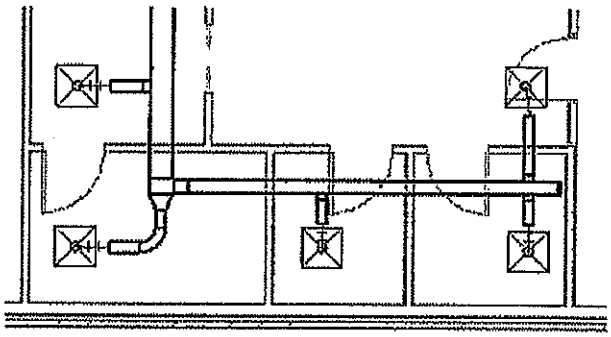

Figure 5–33
- All of the Autodesk Revit MEP system elements have connectors. Using the connectors, as shown in Figure 5–34, you can attach ducts, pipe, etc. to the correct point on the component. Then the software can calculate the height and size of the opening and apply the appropriate fittings.